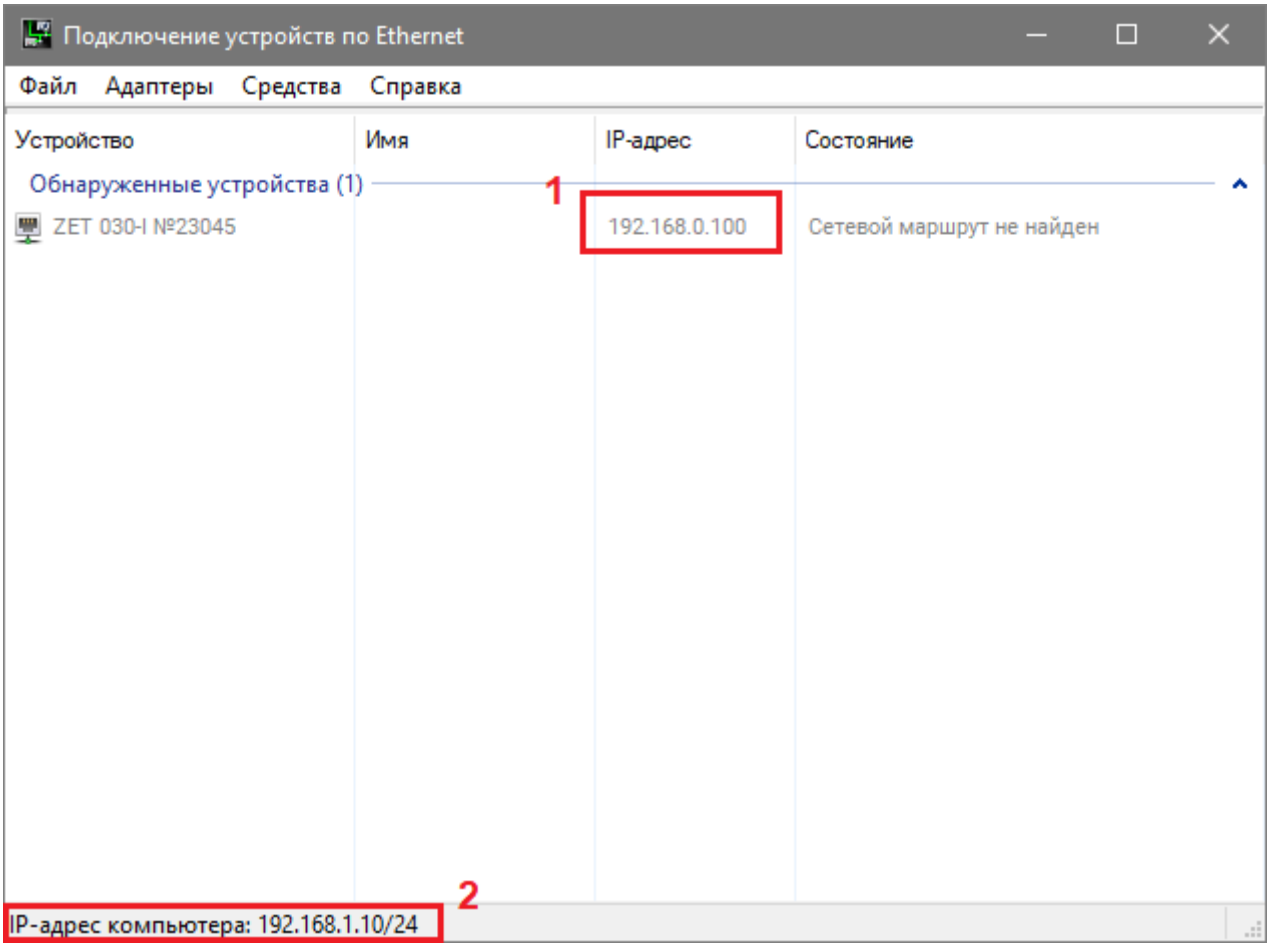

Рис. 5.1 Окно «Подключение устройств по Ethernet»
Для проверки IP-адреса анализатора на панели *ZETLAB* в меню «Сетевые программы» активируйте программу «Подключение устройств по Ethernet». В открывшемся окне программы «Подключение устройств по Ethernet» в столбце «IP-адрес» (1) указан сетевой адрес анализатора (*Рис. 5.1*). Сетевой адрес компьютера отображается в нижней части окна программы «Подключение устройств по Ethernet» (2).